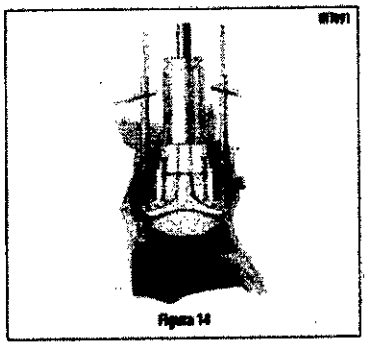

Figura 14
5. Fije la válvula mediante cepos comprimidos con pinzas hemostáticas sobre el anillo de sutura. (Figura 14)